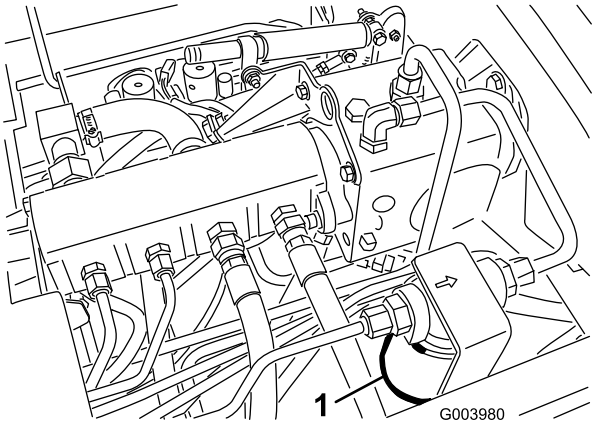
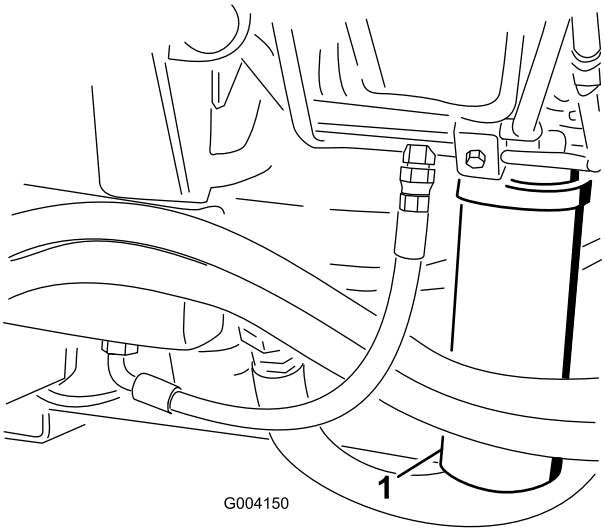

Figur 80
Figur 81
2. Rengör området där filtret ska monteras och sätt ett avtappningskärl under filtret i (Figur 80) och (Figur 81).